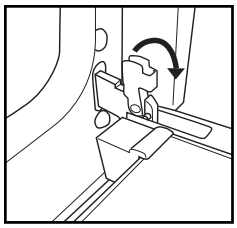

Fig. 1
2. Lyft de två spärrhakarna i gångjärnen och skjut dem framåt till anslaget (fig. 1).